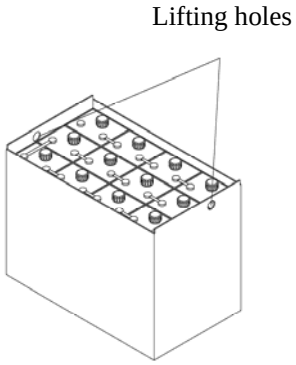

Figure 2-58
(4) Lifting description of the accumulator as shown in Figure 2-58